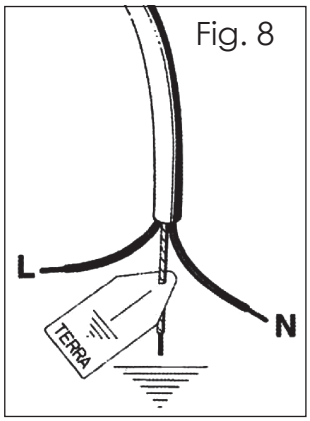

Fig. 8
2) Remove the knob (Fig. 8) of the tap which is set for standard pressure. The knob is found on the bar of the tap itself.
Fit onto the electric cable a standard plug (if it is not provided) which is appropriate for the charge indicated on the label. Connect up the wires according to the diagram in Fig 8 taking care to respect the corresponding pairs listed below: letter L (phase) - brown wire; letter N (neutral) - blue wire; symbol "⏚" earth - green-yellow colored wire.